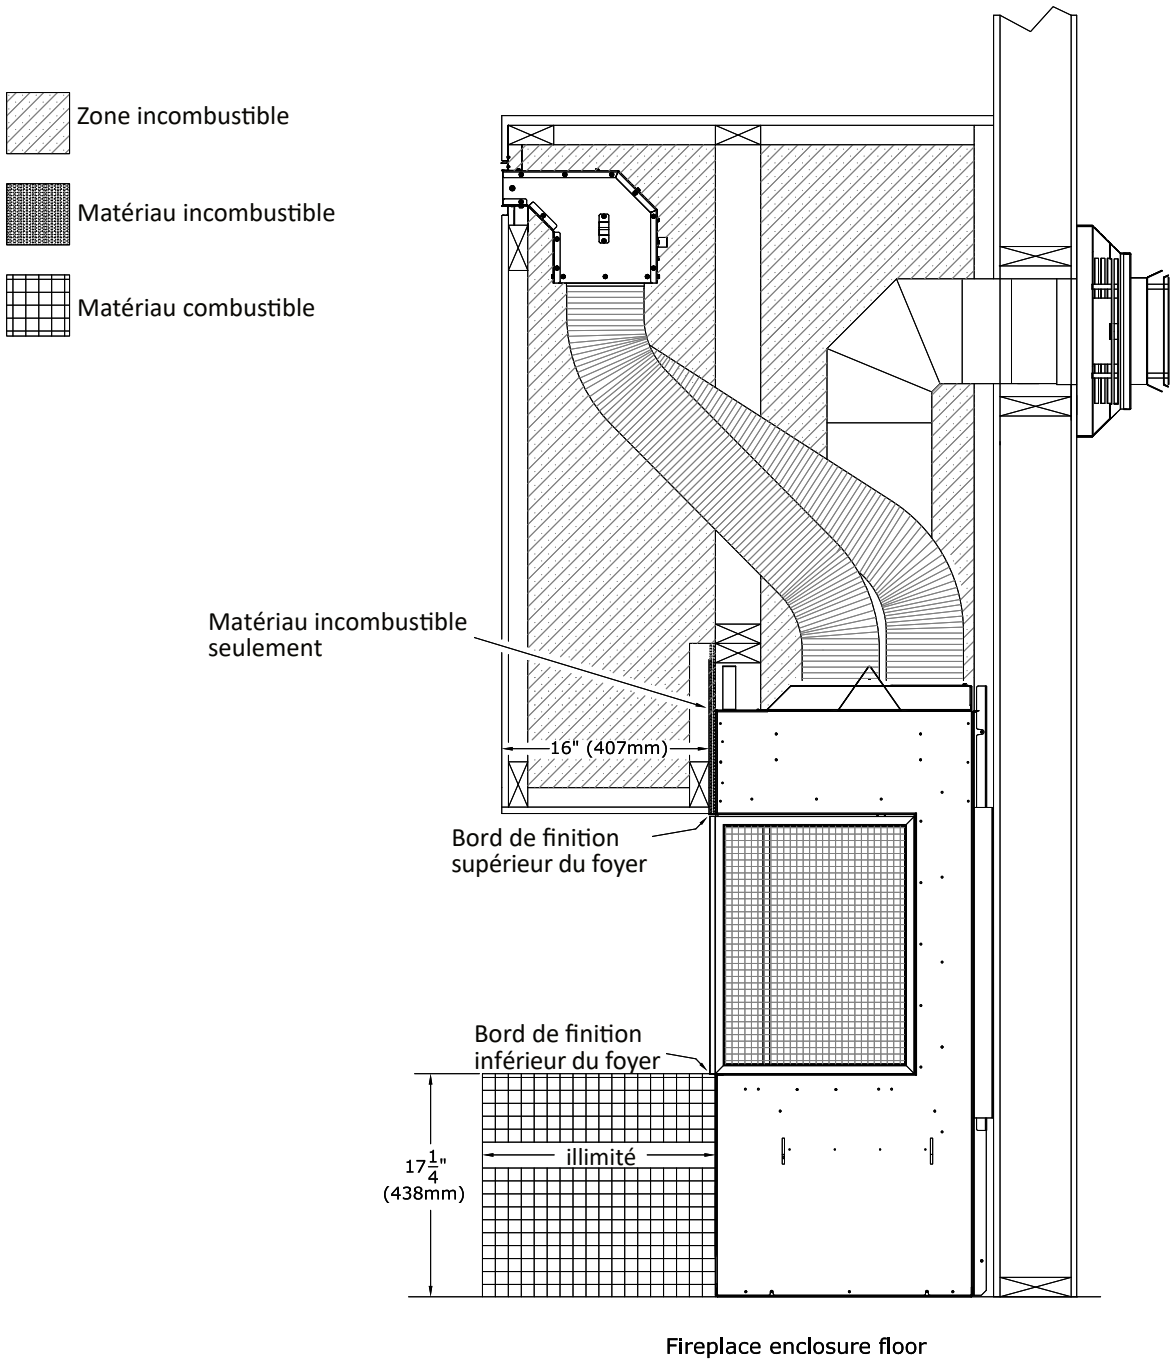

Figure 3.24 - Projections d'enceinte et de l'âtre à l'avant
- **Projection du manteau incombustible:** Un manteau incombustible ayant 16 po (406 mm) de projection maximum peut commencer à 0 po (0 mm) des bords de finition supérieurs et latéraux situés à l'avant et au coté du foyer. Voir les Figures 3.24 et 3.25.
- **Projection d'enceinte incombustible:** Une enceinte de foyer en matériaux incombustibles ayant une projection maximum de 16 po (406 mm) peut être installés à 0 po (0 mm) des bords de finition supérieurs et latéraux situés à l'avant et au coté du foyer. Voir les Figures 3.24 et 3.25.
La Figure 3.24 montre le kit KZK installé dans une projection d'enceinte incombustible ayant 16 po (406 mm) de projection à l'avant du foyer. Cette projection de 16 po (406 mm) peut aussi s'appliquer à une projection d'enceinte incombustible aux côtés du foyer.